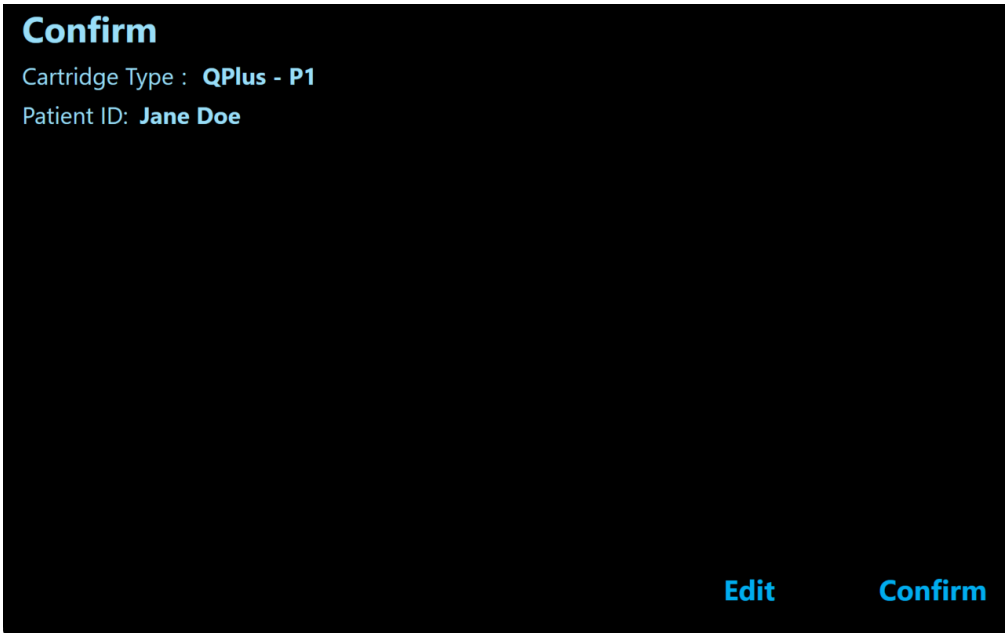

Figure 23. Test Confirmation Screen
5. If Positive Patient ID (PPID) is not enabled, only the Cartridge Type and Patient ID is shown. If the information is correct, press “Confirm”. The Patient ID (PTID) will be displayed below the Cartridge Type (Figure 23). If the information is incorrect, press “Edit”. This returns the user to the “Scan or Type Patient ID” window to input the correct information.